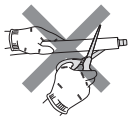

Abb. 1
- Nicht den Ablaufschlauch des Geräts schneiden. (Abb. 1)